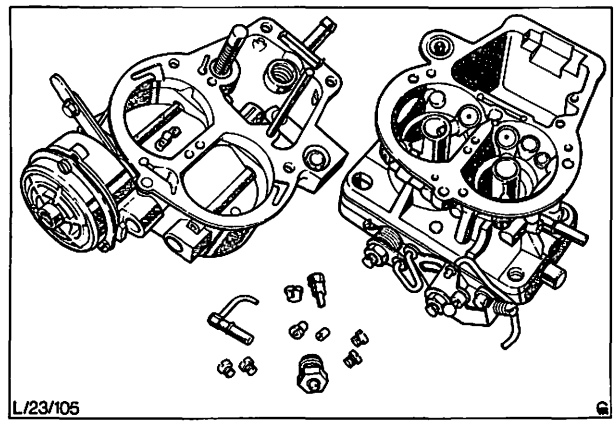

Abb. 87 Zu reinigende Teile
9. Schwimmerkammer, Vergaserdeckel und Düsen reinigen. Sicherstellen, daß alle Düsen und Düsensitze im Vergasergehäuse gereinigt werden, Abb. 87.